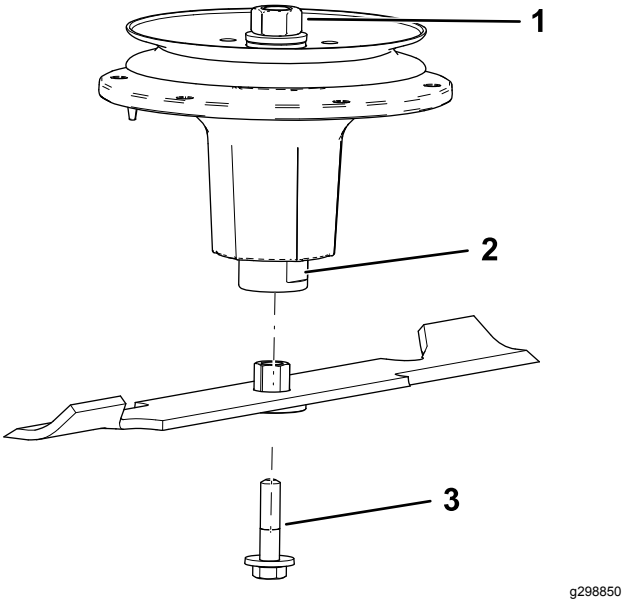

Figur 110
2. Monter hylse-/bladenheten inn i spindelakselen (Figur 110).